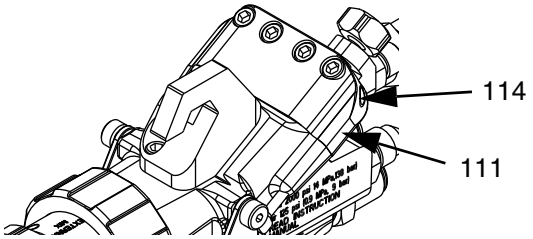
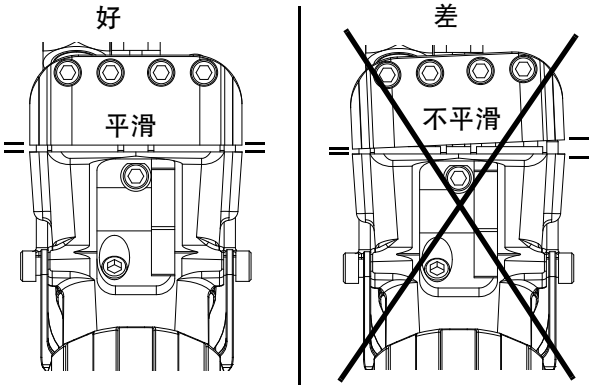

图 11
图 12
如果在拉动扳机时扳机钳不均匀地拉出枪体，请执行此步骤，请参见图 12。此步骤调整扳机钳中的致动器销（ 111 ），请参见图 11。
注释：安装四指扳机（ 16F627 ）时，请确保扳机锁定功能和扳机钳组件能正确打开，请参见图 12。如果需要进行任何调整，请执行**调整致动器销调节螺钉**过程。
11. 保持扳机完全啮合，并测量两侧扳机钳和枪体之间的空间。打开位置的间隙应至少为 0.065 英寸（ 1.65 毫米 ）。根据需要调节螺钉。请参见图 12。